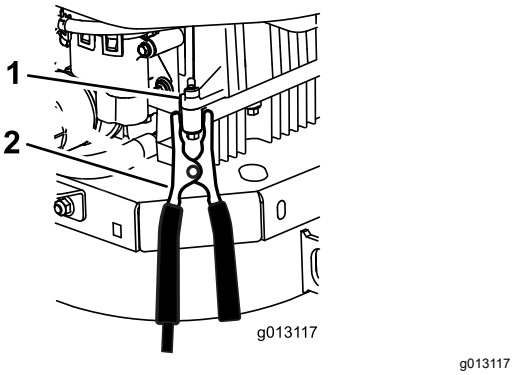

Rysunek 50
6. Wykonaj ostateczne połączenie do **bloku silnika** (nie do ujemnego bieguna akumulatora) maszyny z rozładowanym akumulatorem, z dala od akumulatora, i odsuń się (Rysunek 50).